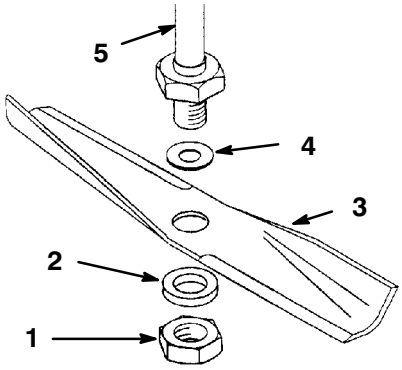

Abbildung 21
1. Unterlegscheibe, Schnittmesser, flache Unterlegscheibe und Schnittmessermutter anbringen (Abb. 21).